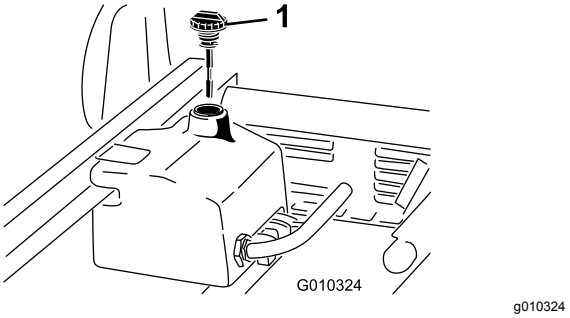

Figur 72
4. Rengjør rundt påfyllingshalsen og lokket på tanken for hydraulisk olje (Figur 72).
6. Fjern peilestaven (Figur 72) fra påfyllingshalsen, og tørk av den med en ren fille.